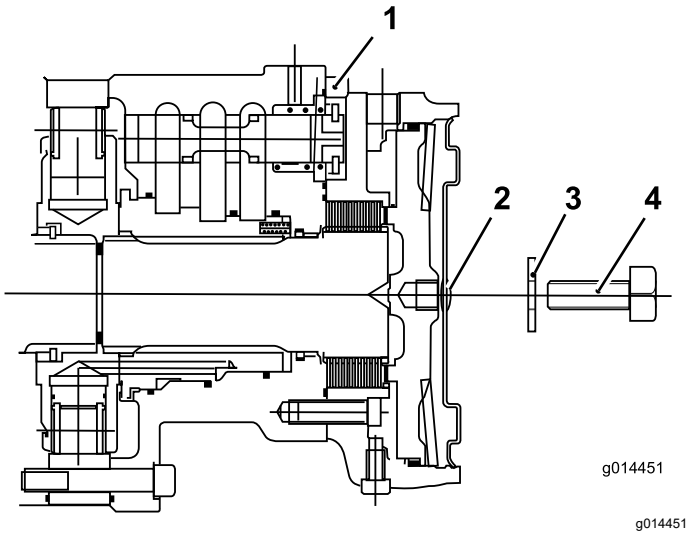

Figur 39
1. Ta bort 12 x 40 mm-skruven och 12 mm-brickan från hålet i mitten av motorns ändplåt (Figur 39).